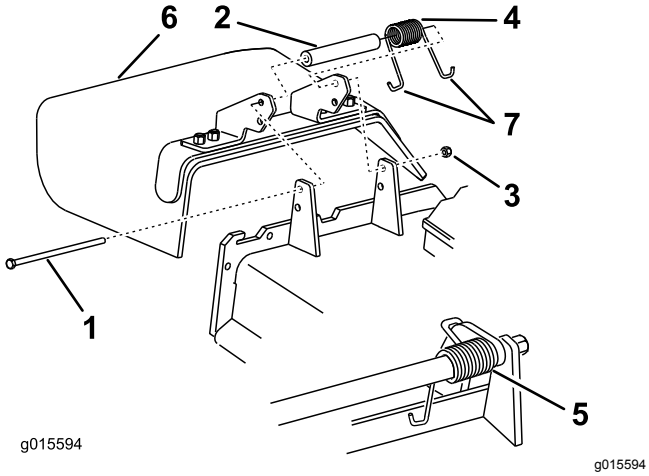

Figure 86
1. Retirez le contre-écrou, le boulon, le ressort et l'entretoise qui fixent le déflecteur aux supports de pivot (Figure 86).
2. Enlevez le déflecteur s'il est endommagé ou usé (Figure 86).
Remarque: Prenez soin de placer 1 extrémité en **J** du ressort derrière le bord du tablier avant de mettre le boulon en place, comme montré à la Figure 86.
6. Accrochez l'extrémité en **J** du ressort au déflecteur d'herbe (Figure 86).